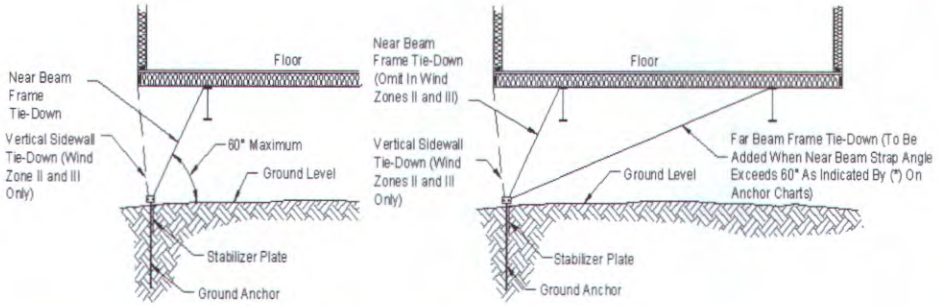

Figure 72. *Lateral tie-down configurations*
* Indicates a configuration that will require the frame strap connected to the far beam (see Figure 72).
There are two primary tie-down configurations: the near beam and the far beam methods. If the anchor spacing selected in the appropriate anchor table (**Table 22**, **Table 23** or **Table 24** has an asterisk (*) then use the far beam method. Otherwise, use the near beam method (**Figure 72**). Each method varies by wind zone as described below.